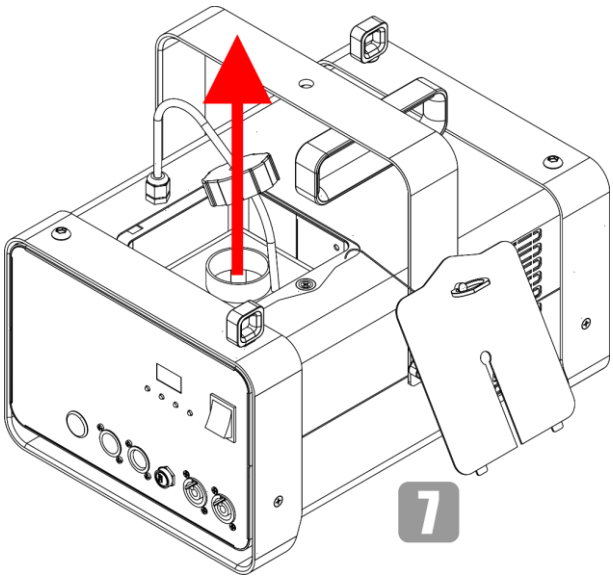

Fig. 14
07) Take out the fluid tank, as shown in Fig. 14.